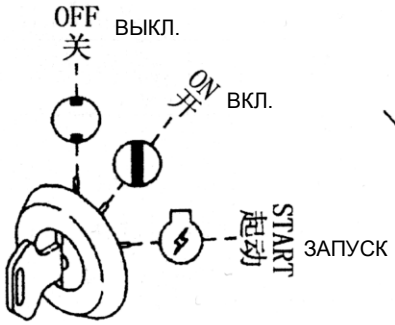

Рис. 1-27.
1. Переключатель запуска (Рис. 1-27)